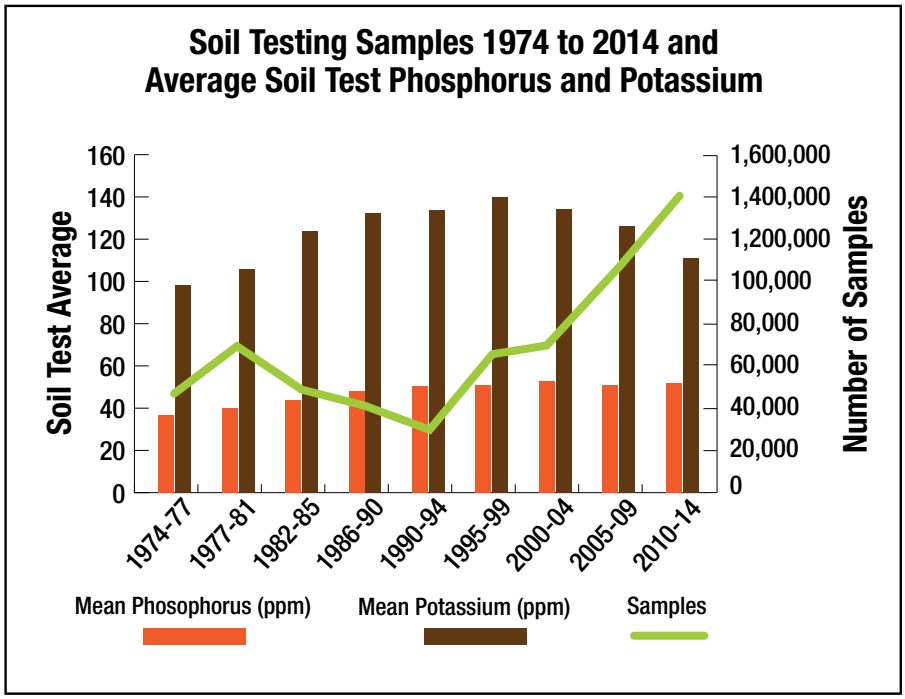

Figure 5
Information compiled from the years 2010-2014 shows a steady increase in the number of soil samples submitted to DATCP-certified soil testing laboratories, continuing an upward trend that began in the period of 1990-1994 (see Figure 5). This is not unexpected since having current soil tests is one of the most important first steps in developing a 590 compliant nutrient management plan, and the number of cropland acres with a plan continues to grow.
An examination of Bray-1 soil test phosphorus (P) trends 1995 - 2014 shows that the statewide average is leveling (see Figure 5). Samples submitted from 2010 - 2014 to DATCP certified labs had an average of 52 ppm P, compared to 51 ppm P from 2005 - 2009. Examining median soil test P trends by county over the 1995 - 2014 period, shows 30 counties with a significant linear decrease in soil test P in submitted samples. The median soil test P change ranges from -8.47 to -0.22 ppm per year. Largest drops in soil test P were observed in Oneida (-8.47 ppm / yr), Marinette (-1.16 ppm/ yr), and Barron (-1.01 ppm / yr) counties. Oneida's large drop may be due to relatively few samples being analyzed (118 per year on average). Another 39 counties had no statistically significant linear trend over the 1995 - 2014 time period. Three counties showed a statistically significant upward linear trend in median soil test P. These counties were Adams (+1.90 ppm/ yr), Portage (+2.27 ppm/ yr), and Juneau (+3.46 ppm/yr). Since 1995, these three counties have increased soil sampling by an average of approximately 200%. It is likely that the increase in soil sampling is due to the NM requirement for Farmland Preservation and concentrated animal feeding operations (CAFO). When drawing conclusions, it is also important to remember that these are linear trends of samples
Potassium levels in soil samples have declined a bit, with a state average of 111 ppm between 2010 and 2014. This continues a statewide downward trend from a peak of 140 ppm in the years of 1995-1999 (see Figure 5).